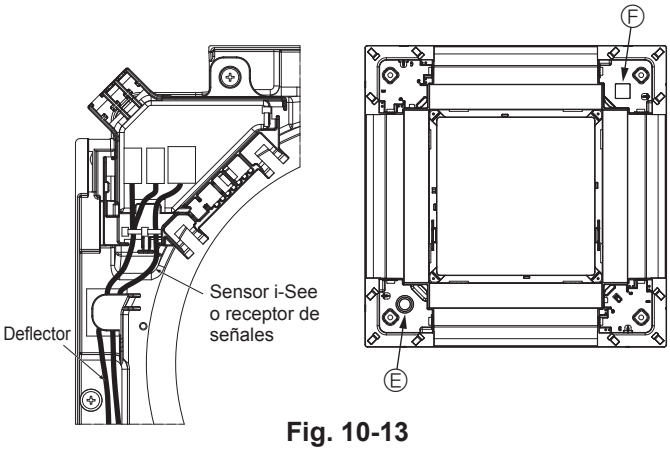

Fig. 10-13
- **Coloque los cables del sensor i-See y del receptor de señales como se indica en la Fig. 10-13.**